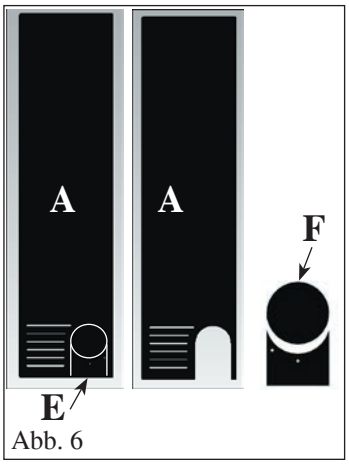

Abb. 6
Den vorgestanzten Einsatz entfernen (E - Abb. 6) von der zuvor abgeschraubten Metallseite (A), um ein Verlegen des (nicht im Lieferumfang enthaltenen) Rauchabzugs zu ermöglichen.
Vom Einsatz E (Abb.) 6) den Teil entfernen F (Abb. 6).
Bei dieser Ausführung sind die vorderen Blechblenden des Ofens bereits vormontiert (M -N- Abb. 6).